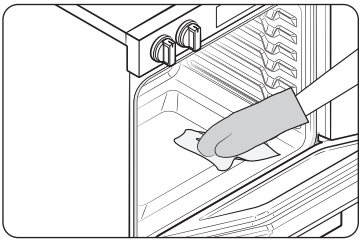

Fig. 1
- Essuyez les débris au fond du four. (Fig. 1)